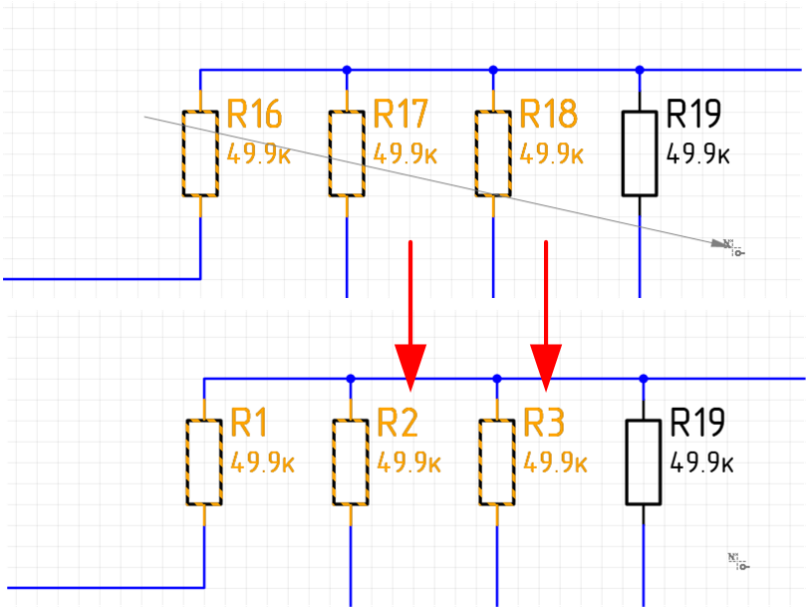

Рис. 539. Перенумерация УГО радиодеталей
3. Выбрать точку в рабочем поле схемы, поместить в нее курсор и нажать левую кнопку мыши. Удерживая левую кнопку мыши нажатой, перемещать курсор по схеме. При этом между исходной точкой и курсором будет отображаться стрелка, см. Рис. 539. Все попавшие на стрелку УГО, принадлежащие компонентам указанного в настройках семейства, будут подсвечены.